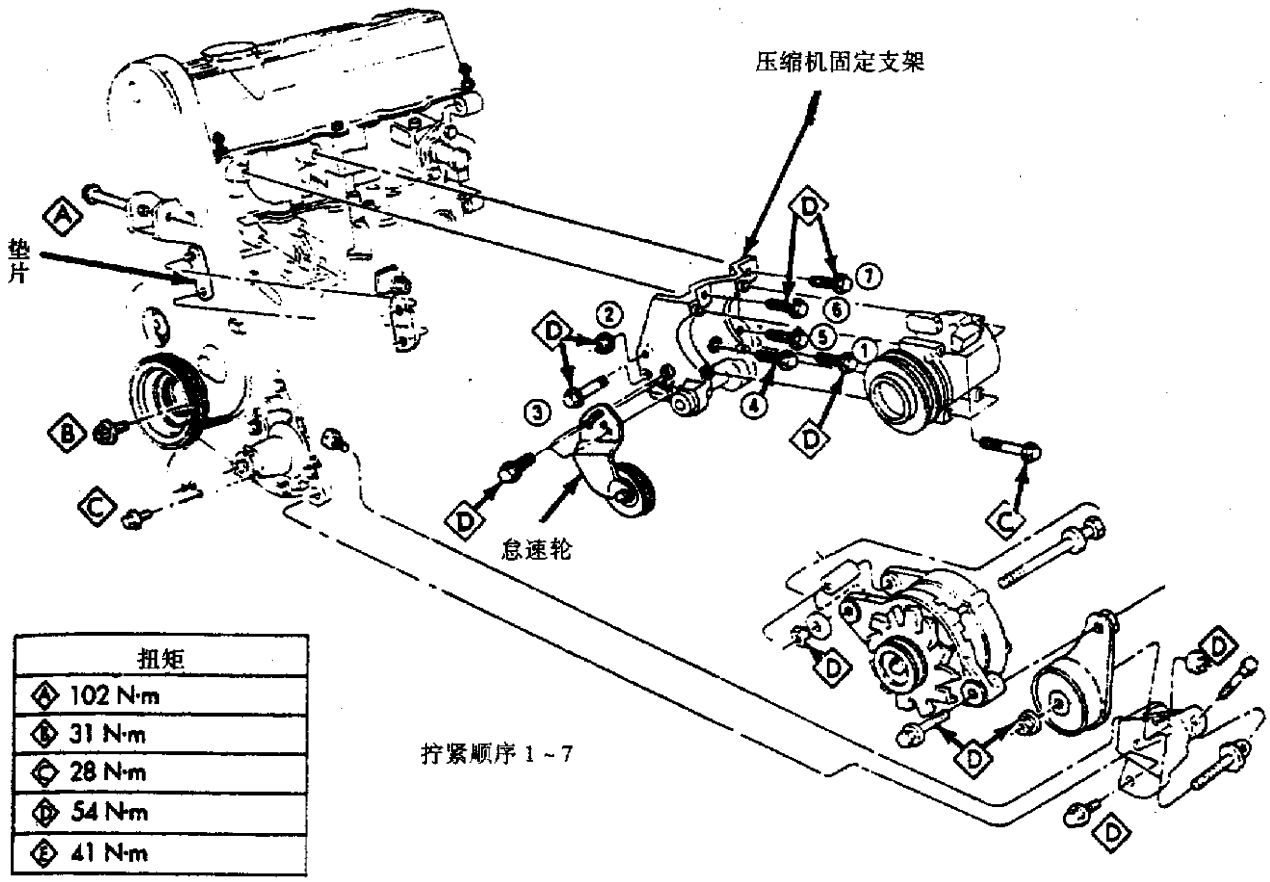

图 3－8　2.5L 发动机压缩机固定支架
①拆下(以及安装/调节)皮带，参看第五章冷却系统的辅助驱动皮带。
②拆去空调压缩机(在车上带管路，置于一边)。
③拆去发动机枢轴螺栓和发电机(在车上拆去连接电线，然后旋转发电机，皮带轮末端靠向发动机即可拆去)。
④拆去空调压缩机皮带空转轮。
①拆去发动机右支架轭螺栓。
②拆去支架支侧面螺栓 1、4、5、6 和 7(图 3－8)。